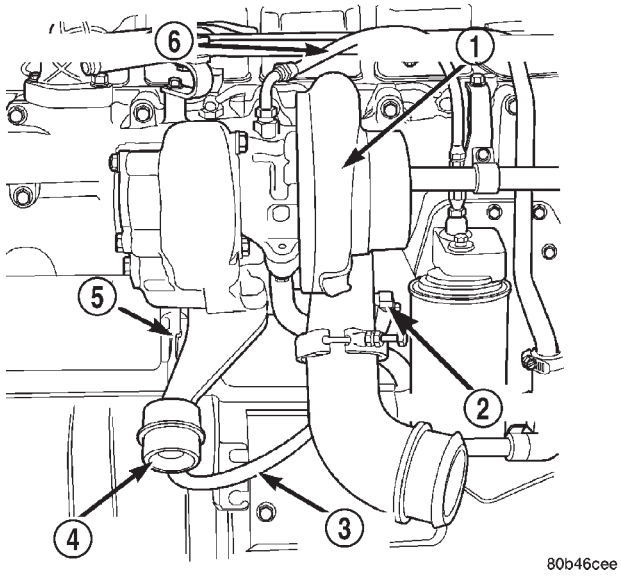

Fig. 3 Boost Pressure Test at Turbocharger
(3) Loosen hose clamp and disconnect rubber signal line (Fig. 3) from 1/8” brass fitting at front of turbocharger.
(4) Remove 1/8” brass fitting (Fig. 3) from turbocharger. Temporarily replace this fitting with a 1/8” “T” fitting to adapt to pressure gauge.
(5) Reattach signal line to temporary “T”.
(6) Attach first pressure gauge to intake manifold fitting.
(7) Attach second pressure gauge to “T” fitting at turbocharger.